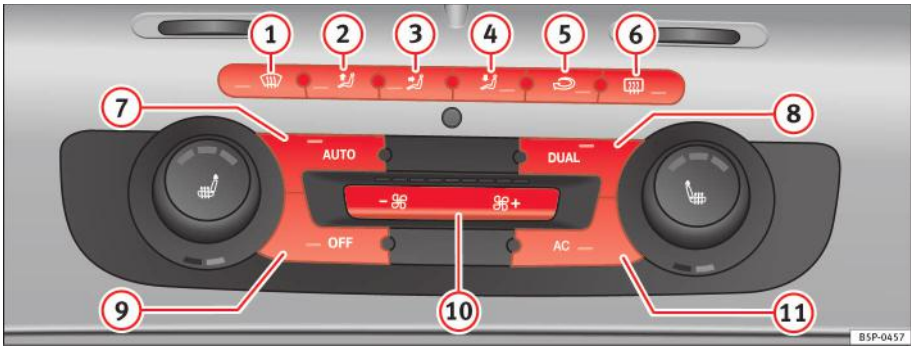

Fig. 131 Pe planşa de bord: Comenzile sistemului 2C Climatronic.
– Pentru activarea modului manual, apăsați unul din butoanele ⇒ fig. 131 (1) - (5) sau apăsați butonul pentru controlul fluxului de aer (10). Funcția selectată este prezentată pe afişajul radioului sau al sistemului de navigație.
– Apăsați butonul ⇒ pagina 171, fig. 131 (2) pentru activarea sau dezactivarea recirculării aerului. Aceasta este activată dacă sunt afişate următoarele simboluri .